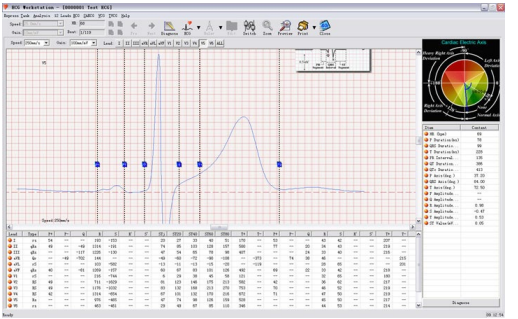

Figura 71
- **"Diagnose"** (Come mostrato in Figura 71): Passa all'interfaccia diagnostica. Inizialmente, accederà all'interfaccia della sovrapposizione delle onde.